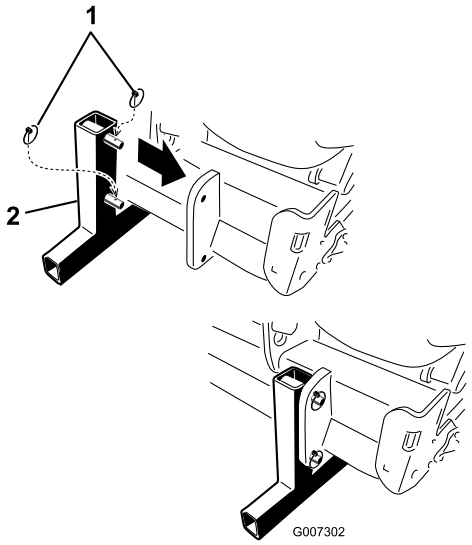

**Figur 39**
5. Monter støttebenene, og fastgør dybdelufteren med ringstifter (Figur 39).